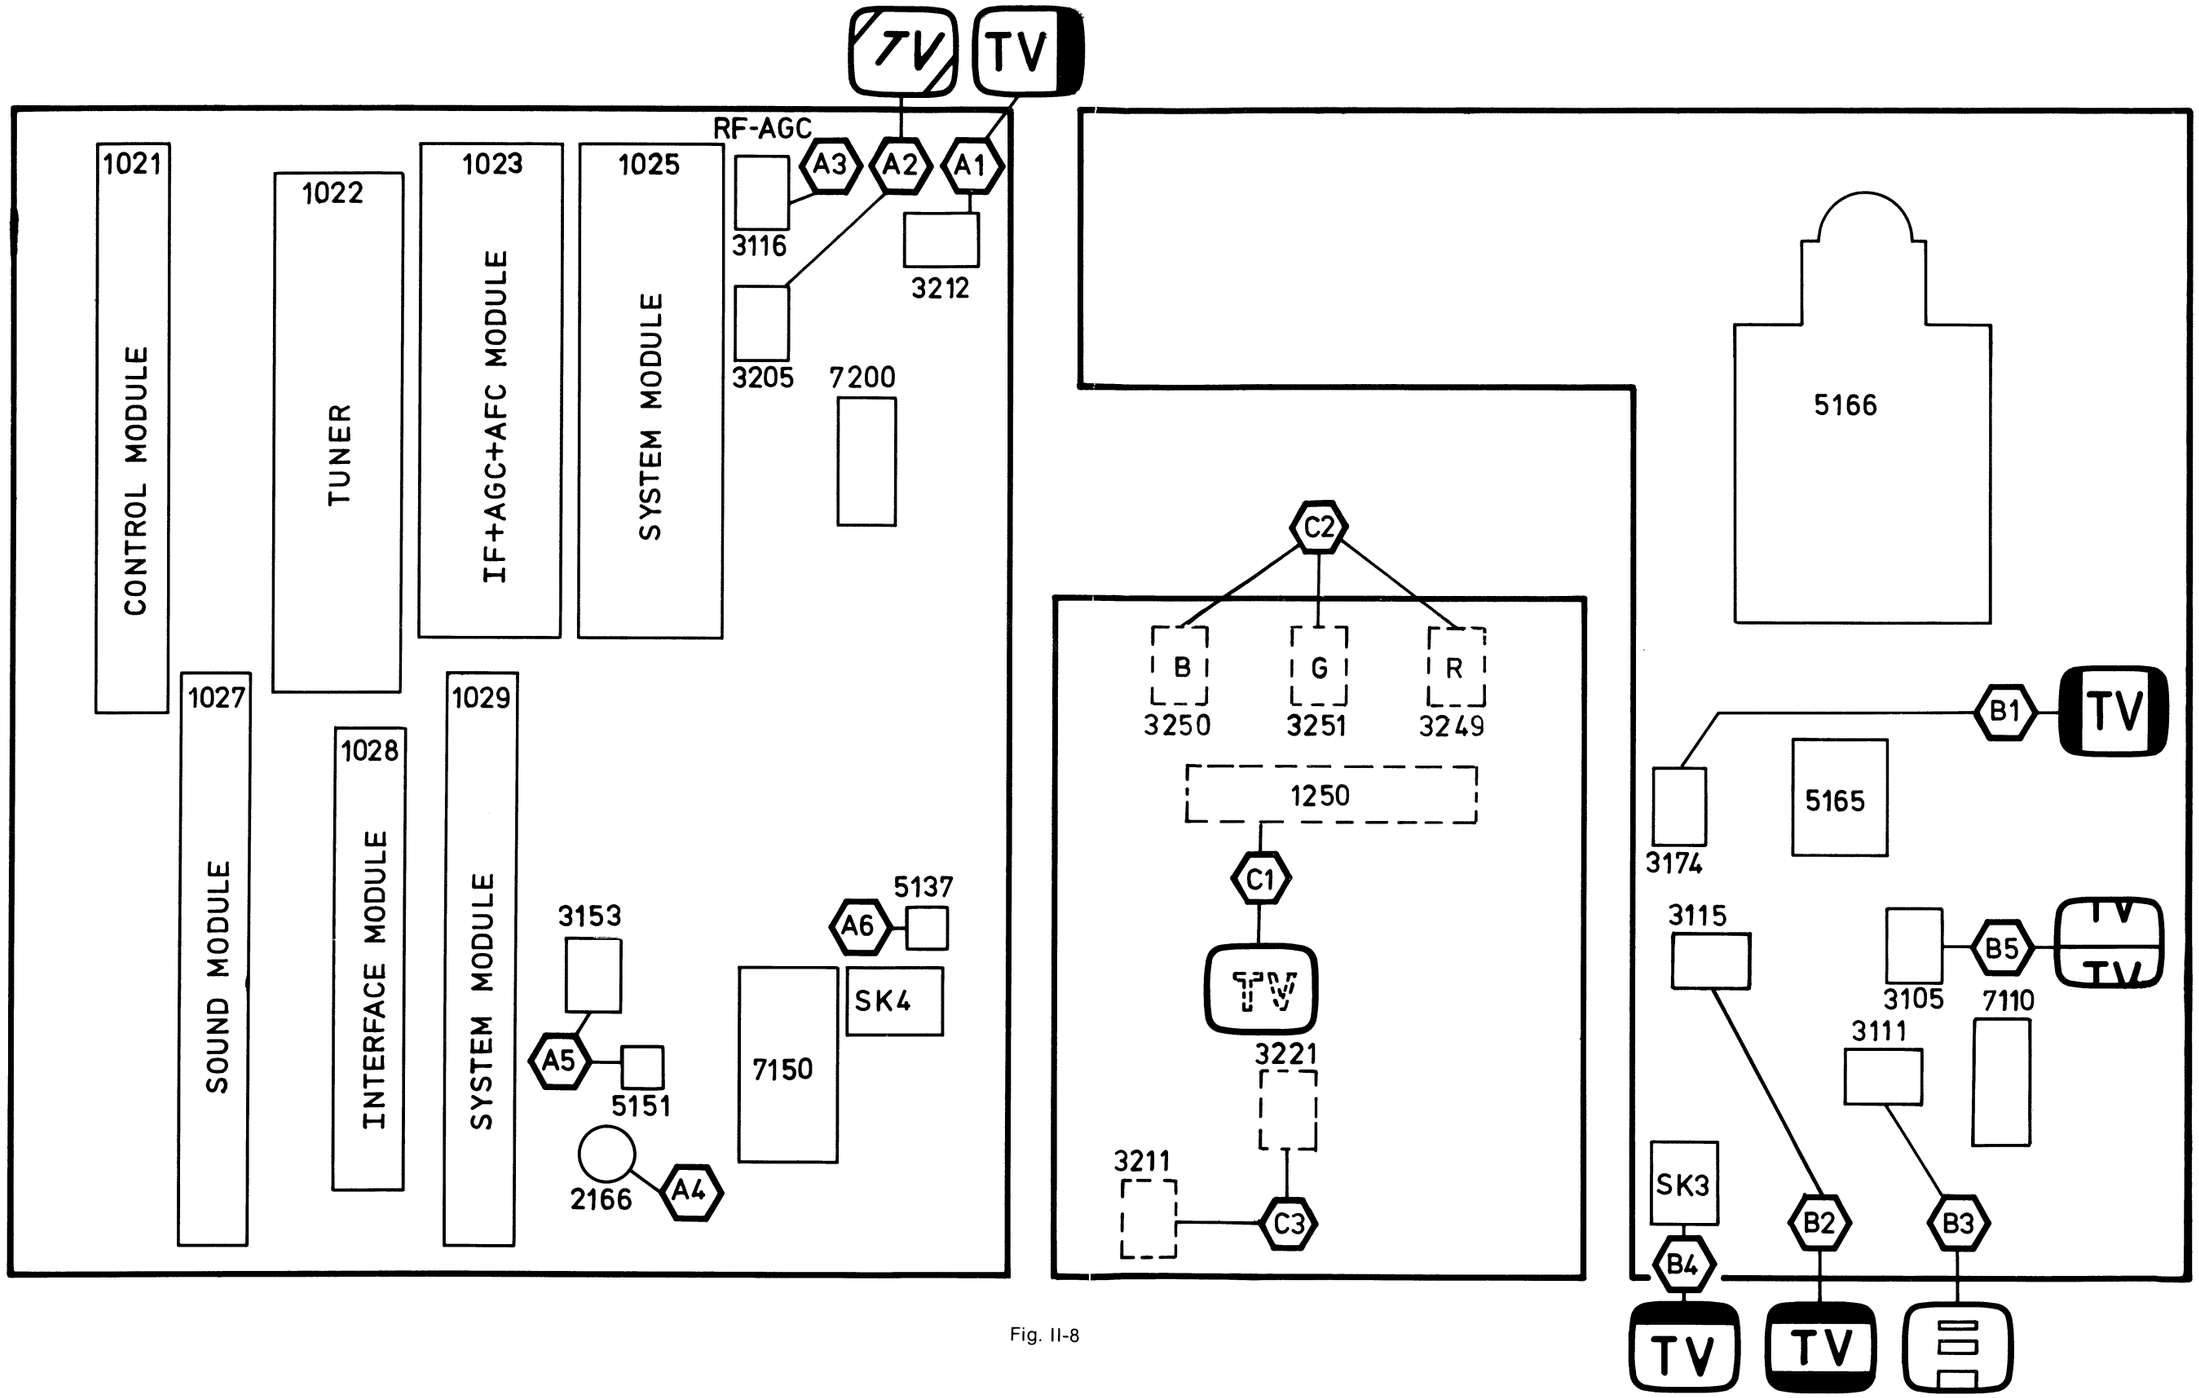

Fig. II-8
(A) EINSTELLUNGEN AN DER KLEINSIGNALPLATTE (siehe Bild II-8)
(B) EINSTELLUNGEN AN DER GROSSSIGNALPLATTE (siehe Bild II-8)
(C) EINSTELLUNGEN AN DER BILDRÖHREN PLATTE (siehe Bild II-8)